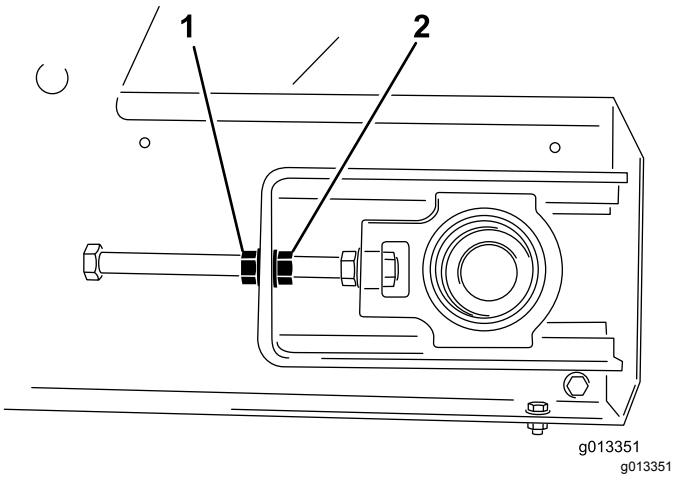

Rysunek 55
4. Za pomocą 2 kluczy przytrzymaj koniec linki napinacza w miejscu, a następnie odkręć nakrętkę zabezpieczającą, tj. nakrętkę znajdującą się najbliżej końca linki (Rysunek 55).
3. Po stronie, w którą taśma zmienia przebieg, przytrzymaj koniec linki napinacza w miejscu, a następnie odkręć nakrętkę zabezpieczającą i dokręć nakrętkę regulacyjną o dwa płaskie fragmenty nakrętki (Rysunek 55).